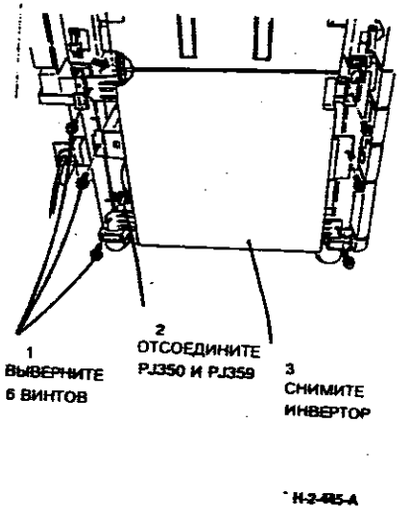

**Рисунок 1. Снятие узла инвертора**
3. (Рисунок 1) Снимите узел инвертора.